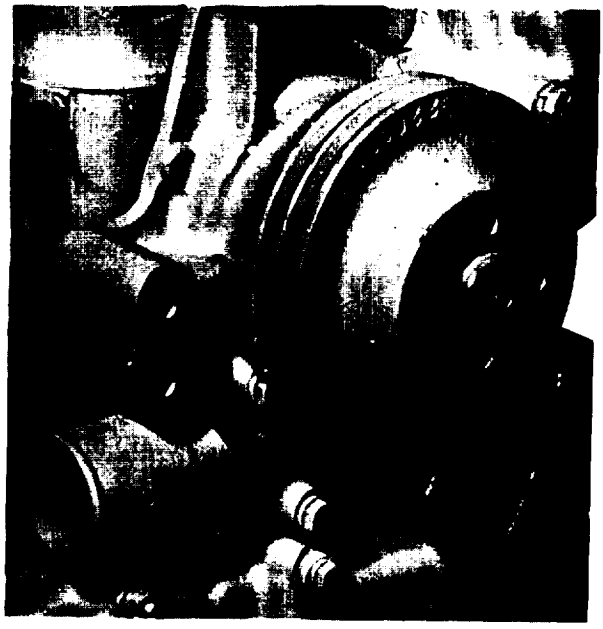

Figure 5-30. Captive Water Pump Bolt
b. Loosen and remove all bolts (except captive bolt shown by arrow in figure 5-30) which secure water pump to cylinder block.